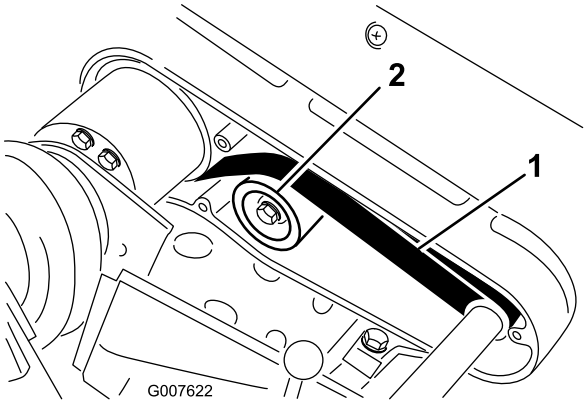

Figur 38
2. Kontroller remspændingen ved at trykke remmen ned midtvejs mellem remskiverne (Figur 38) med en kraft på 22 til 26 N. Remmen skal afbøje 6 mm.
A. Løsn styreremskivens monteringsmøtrik, og drej styreremskiven med uret mod bagsiden af remmen, indtil den ønskede remspænding opnås (Figur 38).